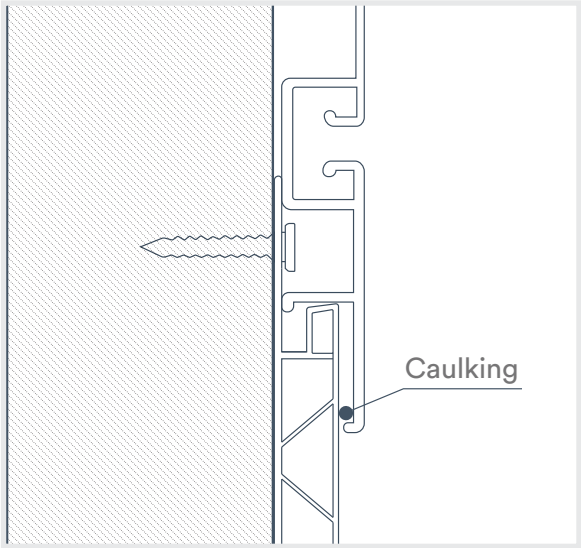

Fig. 26
2. If your installation is in a space with strong air movement, place a bead of silicone inside the bottom lip of the SlatWall panel where it meets the Wall&CeilingBoard panel(s) (Fig. 26). This ensures the panel will remain fixed in place. This is step is optional.